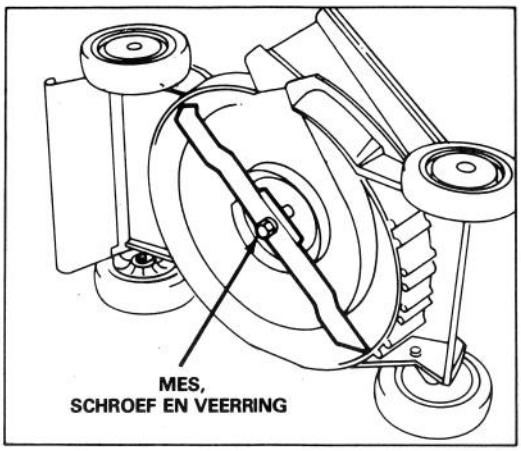

Afbeelding 11
2. Zet de maaier op de linkerzijde (Afb. 11).
3. Zet de maaier op de linkerzijde (Afb. 11).
5. VERWIJDEREN VAN HET MES — Pak het mesuiteinde met een doek of dikke gewatteerde handschoen. Verwijder de messchroef en het mes (Afb. 11).